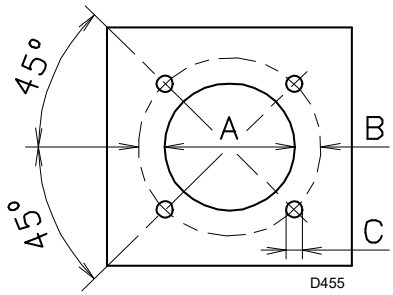

Afb. 11
Boor gaten in de dichtingsplaat van de verbrandingskamer, zoals wordt aangegeven in Afb. 11.
- Plaats alle branders op het eerder voorbereide ketelgat, zoals in Afb. 11, en bevestig ze met de meegeleverde schroeven.